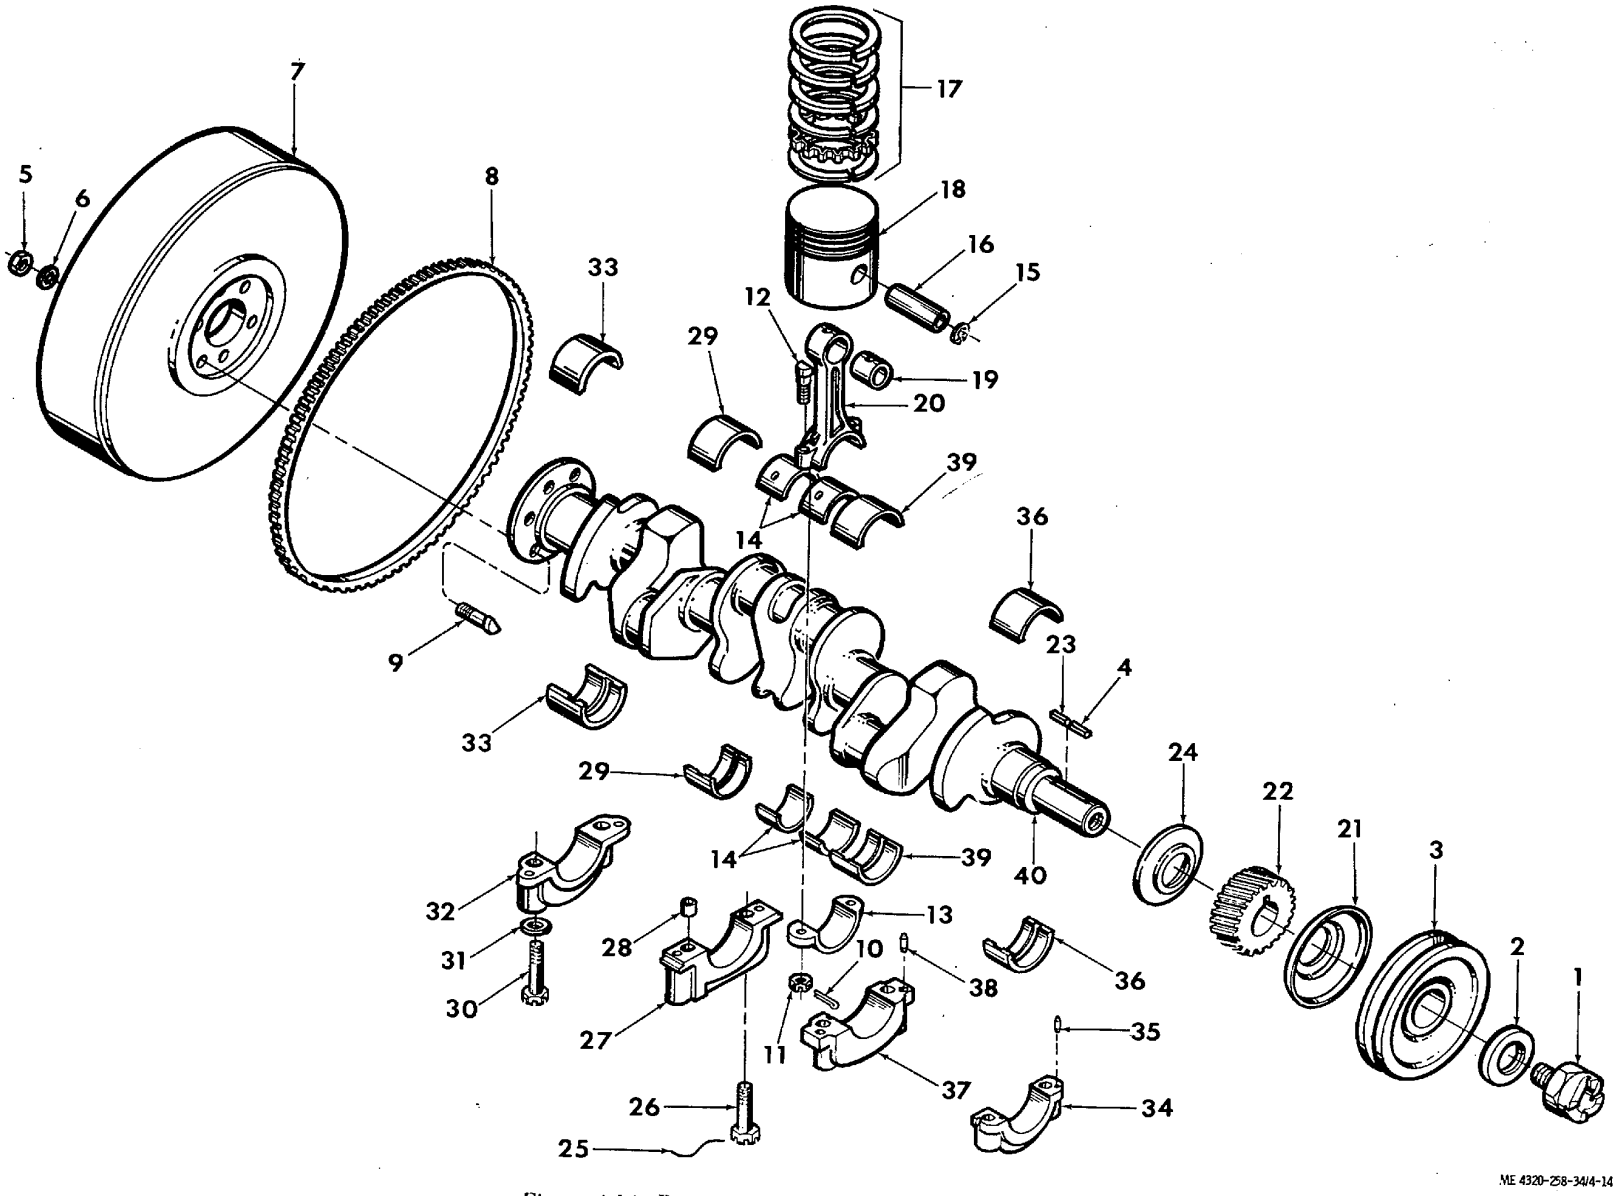

Figure 4-14. Piston, crankshaft, and flywheel, exploded view.
(1) Remove the governor from the engine (TM 5-4320-258-12).
(2) Remove the water pump from the engine TM 5-4320-258-12).
(3) Remove the starting jaw (1, fig. 4-14) and collar (2) that secure the pulley (3) to the front end of the crankshaft; remove the pulley and key (4) from the crankshaft.
(2) Secure the crankshaft pulley (3, fig. 4-14)
(1) Remove the six nuts (5, fig. 4-14) and lock washers (6) that secure the flywheel (7) and ring gear (8) to the crankshaft (40); remove the flywheel.
(2) Position the flywheel (7, fig. 4-14) on the crankshaft (40); secure with six bolts (9), lock washers (6), and nuts (5). Tighten the nuts to 35 to 40 foot-pounds torque.
(1) Remove the cylinder head (para 4-3).
(2) Remove the engine oil pan (para 4-6) and oil pump (para 4-7).
(3) Ream the ridge of the top of each cylinder bore with a standard ridge reamer. Blow metal fragments from the cylinder with compressed air.
(4) Remove the two cotter pins (10, fig. 4-14) and nuts (11) that secure a bearing cap (13) to a connecting rod (20); remove the cap and bearing shells (14).
(5) Push assembled piston (18), rings (17), and connecting rod (20) up through the top of the block.
(6) Refer to figure 4-14 (items 15 through 20) and disassemble the piston and connecting rod.
KEY to fig. 4-14:
(2) If new pistons (18, fig. 4-14) and piston pins (16) are being used, press a new sleeve bearing (19) into each connecting rod (20). Ream and hone the sleeve bearings to 0.8595- to 0.8597-inch diameter. Make sure the final operation is done with a hone so that 75 percent of more of bearing surface contacts the piston pin.
(3) If the pistons and pins are not being replaced, check the clearance between the piston pins and the sleeve bearings. Clearance must be between 0.0002 and 0.0006 inch. If clearance is not within this tolerance, press new sleeve bearings into the connecting rods and ream and hone to provide the proper clearance. After honing, 75 percent of the sleeve bearing surface must contact the piston pin.
(4) When pins, bushings, and pistons of the proper size have been found, assemble the pistons to the connecting rods as follows:
(*b*) Position a connecting rod in its piston. Install the piston pin; secure with the piston pin retaining ring (15, fig. 4-14).
(7) Install the remaining piston rings on the piston with a standard ring expander tool.
(8) Assemble the remaining pistons, connecting rods, and piston rings.
(9) Install the assembled pistons and connecting rods in the same cylinders from which they were originally removed. Use a ring compressor to compress the piston rings. Lubricate the pistons and cylinder walls with engine oil before installing the pistons. Wrap the bottom end of the connecting rods with a cloth to prevent damage to the cylinder walls during installation.
(10) Check the crank pin bearing journal-to-connecting rod bearing clearance with plastigage. Lay a piece of plastigage material on the crankshaft journal and install the connecting rod bearing cap. Torque the nuts to 35 to 40 foot-pounds. Remove the bearing cap and compare the width of the flattened plastigage material with the scale markings on the plastigage package to determine the clearance. The bearing-to-journal clearance shall be 0.0006 to 0.0022 inch. If clearance is beyond these limits, replace the bearing and/or the crankshaft as required.
(11) As an alternate method of checking crank pin bearing journal-to-connecting rod bearing clearance, install a 1/2-inch piece of 0.0022-inch-thick feeler stock between the bearing and journal, and install the bearing cap. Tighten the connecting rod cap bolts to 35 to 40 foot-pounds torque. Rotate the crankshaft to detect drag. If clearance is within tolerance, a definite drag will be felt. Disassemble the rod cap and remove the shim stock. If clearance is not within tolerance, replace the connecting rod bearings and recheck the clearance. If clearance is still not within tolerance, replace the crankshaft.
(12) Lubricate the crank pin bearing journals and the sleeve bearings with engine oil. Install the cap (13, fig. 4-14) on its connecting rod (20) and crank pin bearing journal; secure with the two bolts (12) and nuts (11). Tighten the nuts to 35 to 40 foot-pounds torque. Install the cotter pins (10).
(13) Secure the remaining connecting rods to !the crank pin bearing journals.
(14) Install the engine oil pan (para 4-6c).
(15) Install the cylinder head (para 4-3 c).
(1) Remove the cylinder head (para 4-3 a).
(2) Remove the oil pan (para 4-6 a) and oil pump (para 4-7 a).
(3) Remove the gear cover (para 4-8a).
(4) Remove the flywheel and flywheel housing (para 4-9 a).